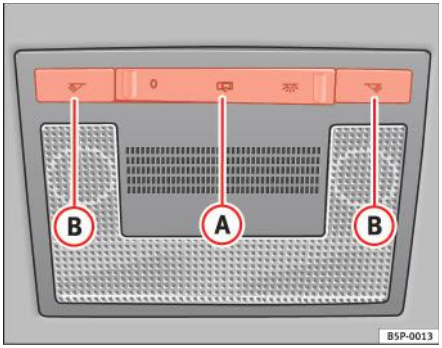

Fig. 78 Capitonajul plafonului: luminile interioare din față
Comutatorul ⇒ fig. 78 (A) este utilizat pentru a selecta următoarele poziții:
Aduceți comutatorul în poziția O ⇒ fig. 78.